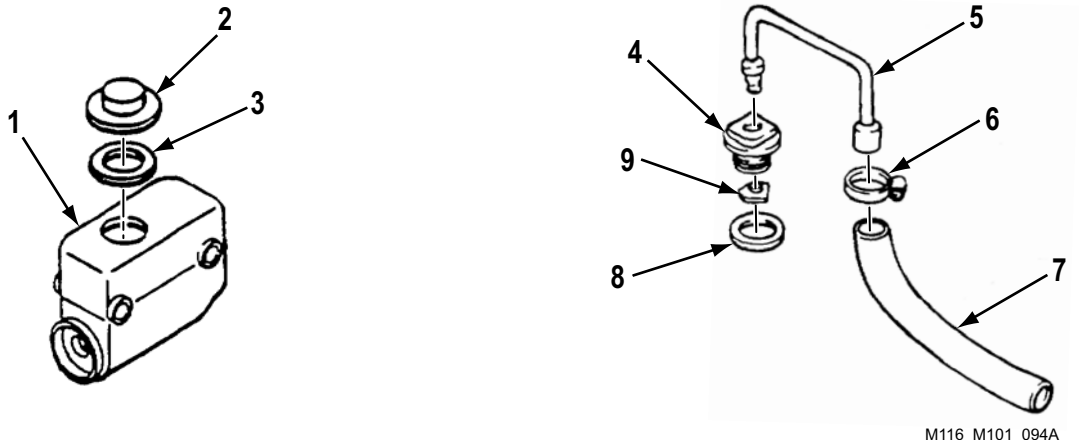

Figure 8. Master Cylinder Cap or Drain Hose Assembly.
1. Install new gasket (Figure 8, Item 3) and cap (Figure 8, Item 2) on master cylinder (Figure 8, Item 1) and finger-tighten.
2. Install new gasket (Figure 8, Item 8), baffle (Figure 8, Item 9), filler cap (Figure 8, Item 4), and vent tube (Figure 8, Item 5) on master cylinder (Figure 8, Item 1).
3. Install drain hose (Figure 8, Item 7) on vent tube (Figure 8, Item 5) and tighten clamp (Figure 8, Item 6).